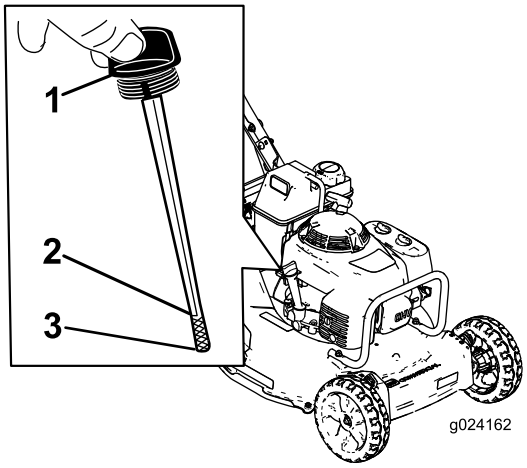

Rysunek 6
Przed każdym użyciem urządzenia sprawdź, czy poziom oleju znajduje się pomiędzy oznaczeniami Uzupełnienie oraz Maksymalny na mierniku poziomu (Rysunek 6).
2. Oczyść wskaźnik poziomu (Rysunek 6).